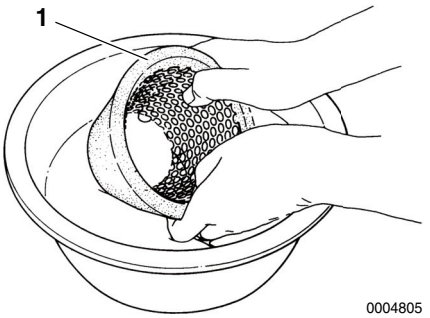

Figure 10
2. Remove element **(Figure 10, (1))**. Clean element and housing with a neutral detergent.